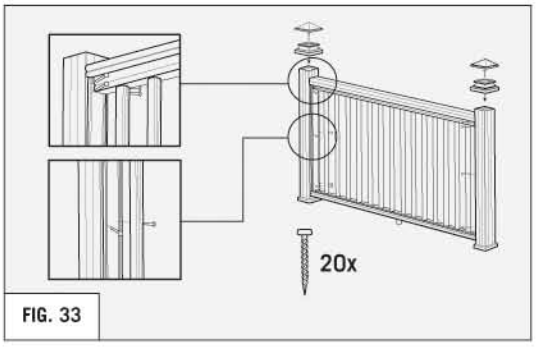

FIG. 33
6. Place railing assembly between posts. Attach mounting plate and rails using #8 x 3" screws. **(REFER TO FIG. 33)**